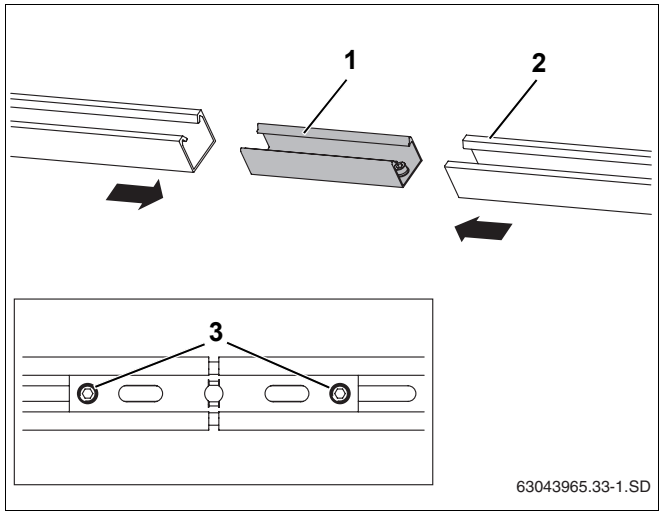

Rys. 31 Łączenie szyn profilowanych
- Łącznik (rys. 31, **poz. 1**) wsunąć do oporu w obie szyny profilowane (rys. 31, **poz. 2**).
- Wkręty bez łba (rys. 31, **poz. 3**) znajdujące się w łączniku wsuwanym dokręcić kluczem SW5, dzięki czemu nie będzie się on wysuwał.